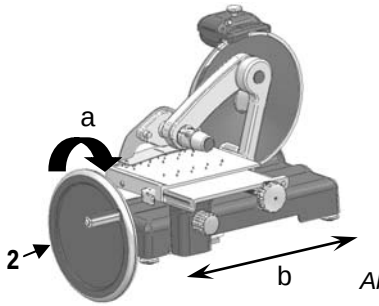

Abb. 28
- Die Handkurbel (*Detail 2 Abb. 28*) im Uhrzeigersinn (*Detail a Abb.28*), drehen und das korrekte und freie Gleiten des Tellers überprüfen (*Detail b Abb. 28*);